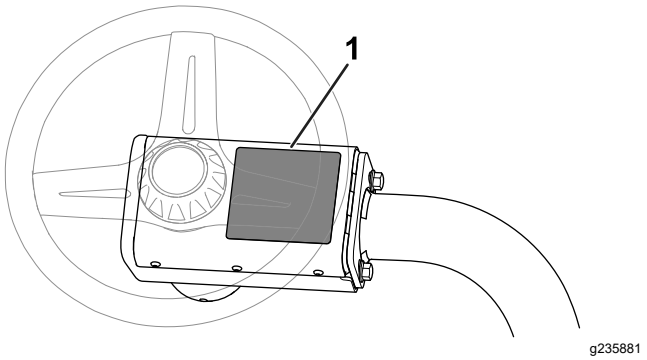

Figure 8
- Apposez l'autocollant de sécurité CE (réf. 136-8505) sur l'autocollant de sécurité existant (réf. 136-8506). La Figure 8 indique l'emplacement de l'autocollant de sécurité.